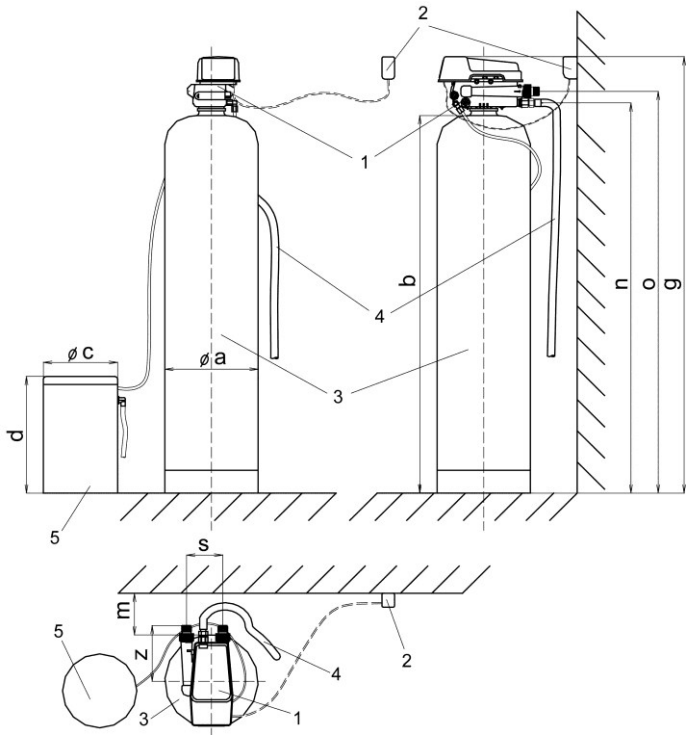

Рис.1. Справочные размеры для фильтров обезжелезивания серии «HFI***».***
Справочные размеры для фильтра серии «HFI» с корпусом 13 дюймов в диаметре приведены на Рис.1 и в Таблице 2.
Таблица 2. Справочные размеры к Рис. 1 (в мм).
4.1. Фильтры обезжелезивания насыпного типа серии «HFI» состоят из следующих основных частей (см. Рис.1): управляющий клапан, обводной вентильный канал, корпус, бак для хранения и приготовления раствора $KMnO_4$, поддерживающая засыпка и фильтрующая среда.
1. **В рабочем режиме «CONDITIONED WATER»** вода поступает в корпус через вход управляющего клапана (слева, см. Рис.1) и двигается в корпусе *сверху вниз*, проходя через фильтрующую среду. Очищенная от загрязнения вода проходит через «поддерживающий» слой, затем через щели (сетку) нижней корзины распределителя и попадает в распределительную трубу (стояк). Далее вода поднимается вверх по трубе и поступает на выход управляющего клапана.